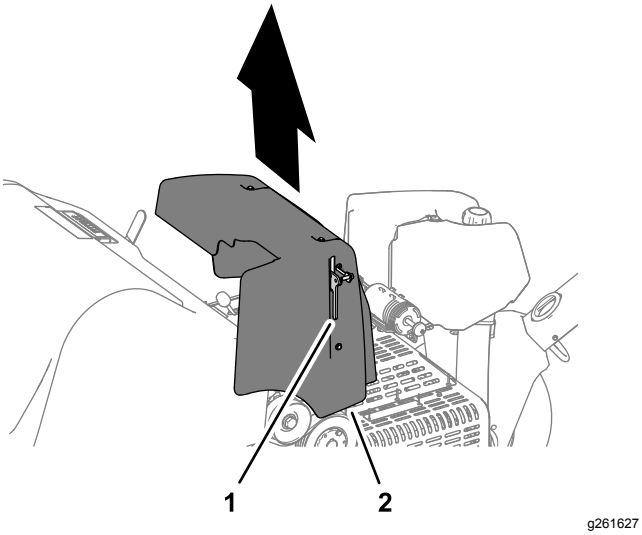

Figur 33
1. Løft låsespaken for panseret, og løft panseret fra maskinen (Figur 33).